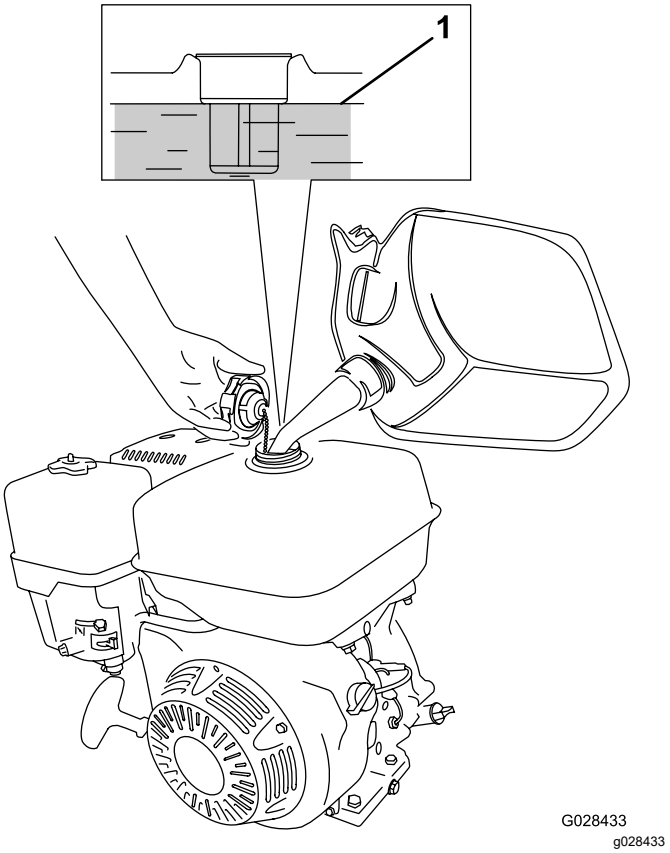

Figur 17
1. Rengør området omkring brændstoftankens dæksel, og tag dækslet af tanken (Figur 17).